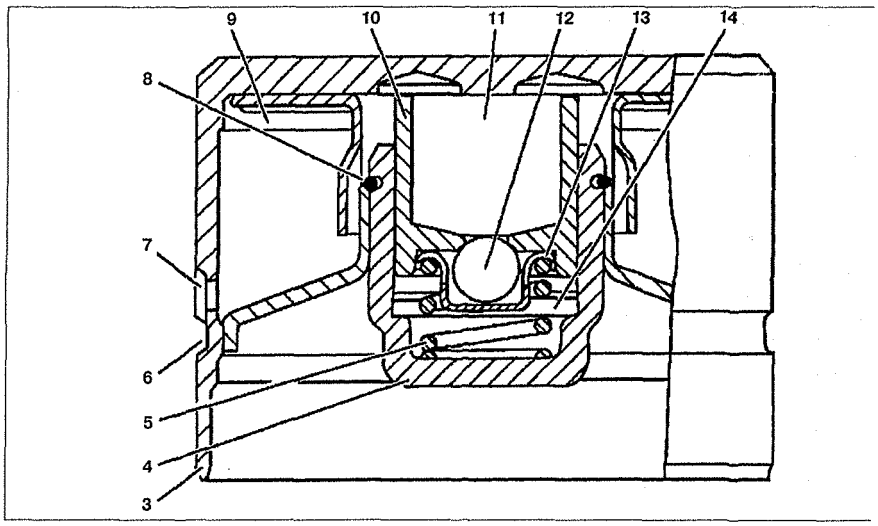

Рис. 2.36. Конструкция гидрокомпенсатора:
7. Установка производится в порядке, обратном снятию. Конструкция гидрокомпенсатора приведена на рис. 2.36.